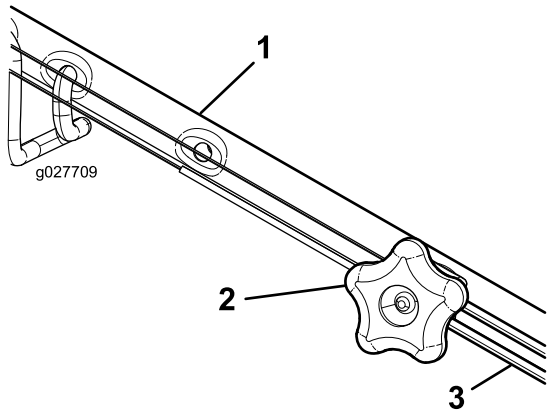

Figur 39
1. Drej justeringsgrebet mod uret for at løsne kabeljusteringen (Figur 39).
2. Juster stramningen på kablet (Figur 39) ved at trække det tilbage eller skubbe det frem og holde den position.